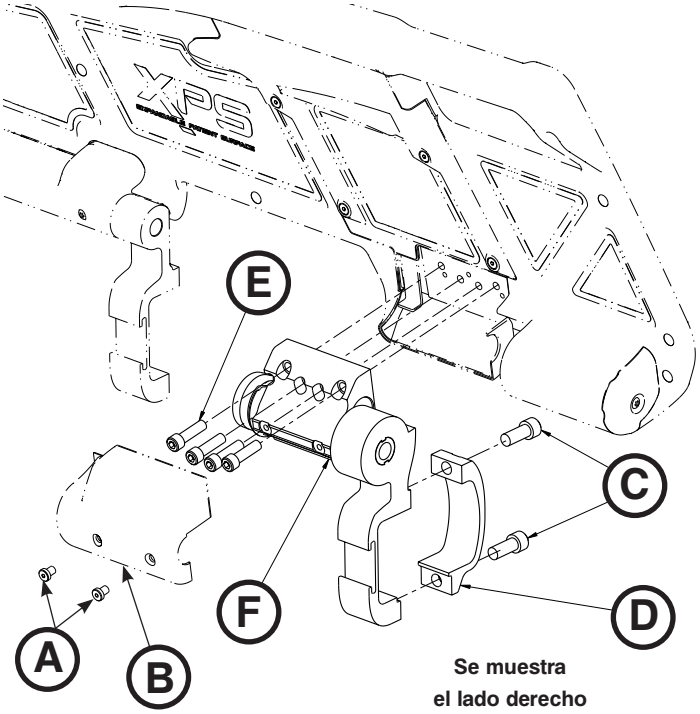

Figura 83
3. Con una llave hexagonal de 3/32", retire los dos tornillos (A) que fijan la cubierta del trinquete (B) al conjunto del trinquete. Retire la cubierta (Figura 83).
4. Con una llave hexagonal de 1/4", retire los tornillos de cabeza plana (C) que fijan la abrazadera de la barra lateral (D) al conjunto del trinquete en el extremo para los pies del conjunto principal (Figura 83). Durante la instalación, apriete los dos tornillos nuevos hasta un par de torsión de 22 ± 3,3 pies-lb (29,83 ± 4,47 Nm).
5. Con una llave hexagonal de 3/16", retire los cuatro tornillos (E) que fijan el conjunto del trinquete (F) al conjunto sobremoldeado y deséchelos; a continuación, retire el conjunto del trinquete (Figura 83). Durante la instalación, apriete los cuatro tornillos nuevos hasta un par de torsión de 9,5 ± 1,5 pies-lb (12,88 ± 2,03 Nm).